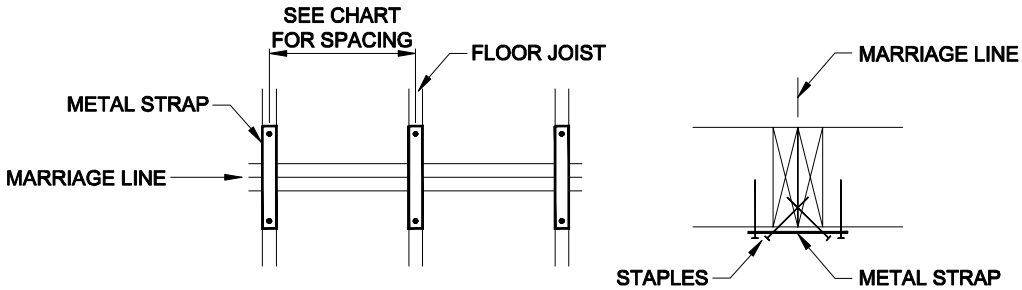

Figure 18B. *Strapping at marriage line floor connection*
- Strap to be min 26ga 1-1/2” wide galvanized steel strap spaced per **Table 13A** and **Table 13B**. Strap length shall be sufficient to hold the required fasteners (**Figure 18B**).